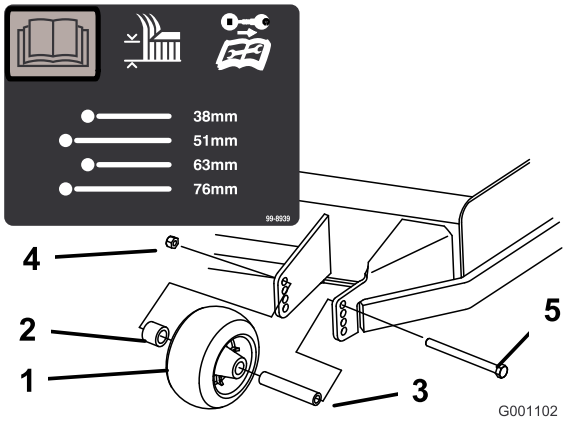
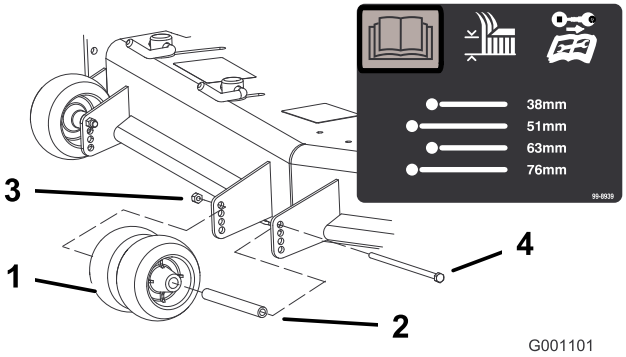
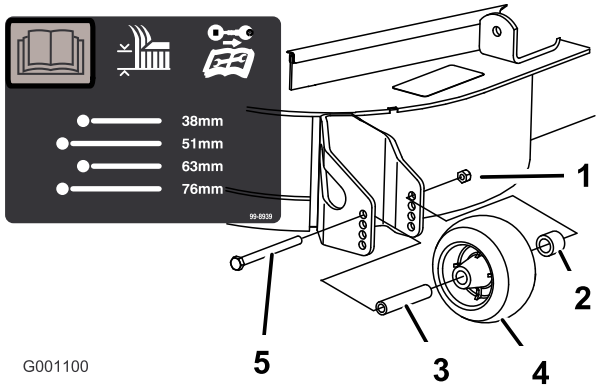

**Figuur 20**
**Figuur 21**
Figuur 22
3. Nadat u de maaihoogte hebt ingesteld, moet u de flensmoer, de lagerbus, het afstandsstuk en de bout verwijderen om de rollen in te stellen (Figuur 20, Figuur 21 en Figuur 22 ).
**Opmerking:** De twee middelste rollen hebben geen afstandsstuk (Figuur 21).
5. Monteer de flensmoer, de lagerbus, het afstandsstuk en de bout. Vastdraaien met een torsie van 54-61 Nm (Figuur 20, Figuur 21 en Figuur 22 ).